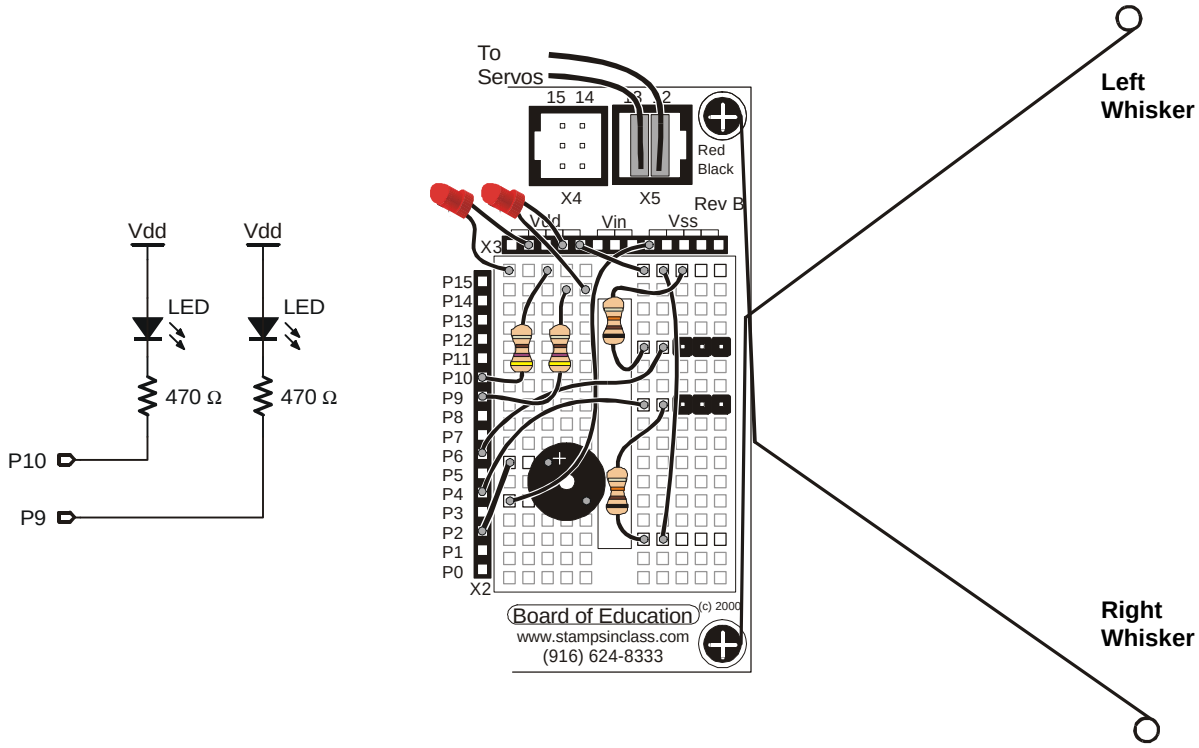

Figure 3.7 (a): add this LED circuit, (b) so the Whiskers circuit looks like this when you're done.
- ❑ Construct the circuit shown in Figure 3.7.